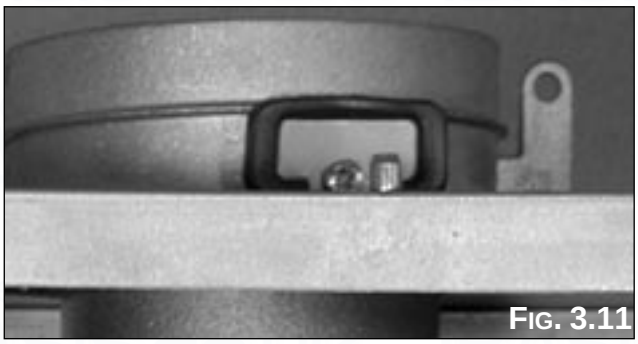

Fig. 3.11
1. Connect the combustion analyser to the analysis point (Fig. 3.11) after removing the cover plate.
3. When the check is over, replace the cap on screw "**2**" (Fig. 3.11).